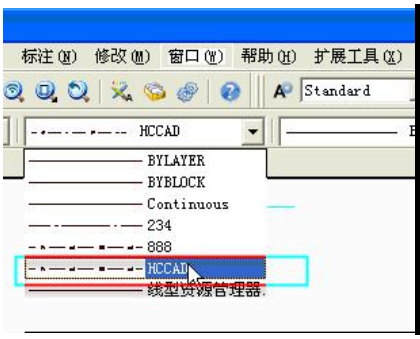
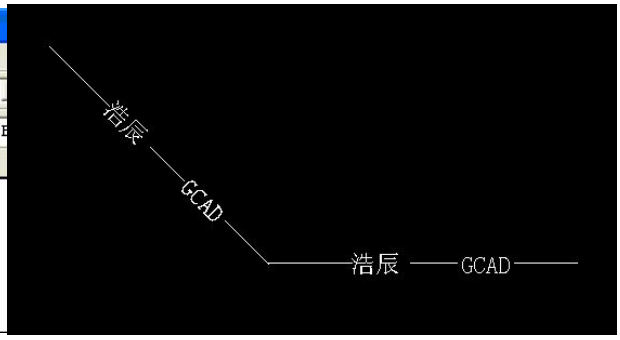

图 13-7-5 生成的线型
图 13-7-6 线型绘制的效果
6、线型使用。在线型控件中选择定义好的线型，如图 13-7-5，绘制直线，如图 13-7-6。